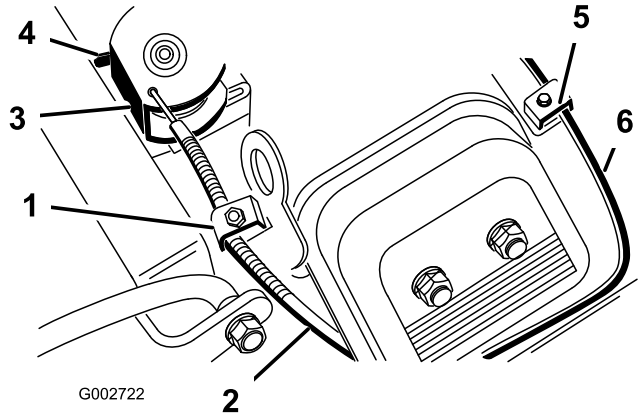

Figur 36
2. Løsn kabeltilspændingsskruen, der fastgør kablet til motoren (Figur 36).
4. Hiv bestemt i gashåndtagskablet, indtil bagsiden af drej er i kontakt med stop (Figur 36).
4. Træk bestemt i chokerkablet (Figur 36), indtil chokerventilen er helt lukket. Stram dernæst kabeltilspæningsskruen.